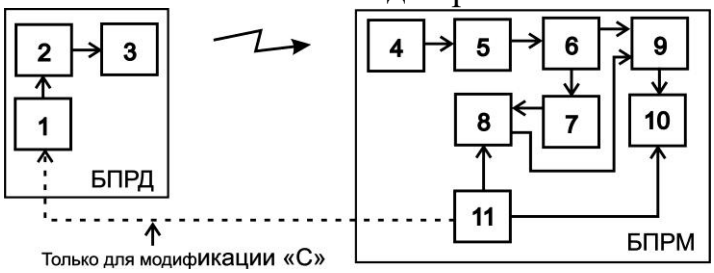

Рис. 6.5
6.2.1 Управляемый генератор 1 (см. рис. 6.5) вырабатывает импульсную последовательность определенной скважности. Под действием импульсов с генератора 1, модулятор 2 формирует последовательность СВЧ-радиоимпульсов, которые поступают на передающую антенну 3. Передающая антенна 3 излучает СВЧ-радиоимпульсы в направлении приемной антенны 4. Образовавшееся между передающей 3 и приемной 4 антеннами электромагнитное поле является источником полезных сигналов для обнаружения объектов, пересекающих электромагнитное поле. С выхода приемной антенны СВЧ-радиоимпульсы поступают на вход, детектора 5 и далее на усилитель 6, с первого выхода которого сигнал поступает на вход компаратора 7, информирующего узел управления 8 о наличии на выходе усилителя 6 импульсов. Под управлением элемента 11, ключ 9 пропускает импульсы в узел принятия решений 10, который обменивается информацией по RS-485 и управляет выходным оптореле. В модификации «С» генератор 1 синхронизируется по выделенным проводам под управлением элемента 11.
Блок передающий (БПРД) и блок приемный (БПРМ) имеют сходное конструктивное исполнение (см. рис. 6.3). Внутри металлического корпуса с радиопрозрачной лицевой панелью установлен субблок, включающий печатные платы и модули. В извещателях модификации «А» установлено устройство обогрева. Устройство обогрева включается при снижении температуры окружающей среды ниже -20°С и автоматически отключается при повышении температуры окружающей среды выше -20°С. Жгут для внешних соединений и подключений выводится из низы цилиндрической части корпуса. На тыльной поверхности блоков размещены конструктивные элементы для крепления и юстировки. Габаритные размеры блоков вместе с шарнирным стержнем 194мм×194мм×126мм. На задней стенке закреплены антенный модуль и электронные узлы на печатных платах. Передняя часть кожуха имеет радиопрозрачную вставку из стеклопластика. Имеется возможность визуального контроля работоспособности БПРД с помощью встроенного светодиодного индикатора 3 и прилагаемого в комплекте поставки извещателя магнита 1(см. рис. 6.4). С внешней стороны задней стенки к блоку БПРМ (БПРД) присоединен шарнирный стержень. Внизу цилиндрической части корпуса расположена втулка для ввода кабеля. Конструкция БПРМ отличается от БПРД присутствием на тыльной поверхности органов управления и индикации (см. рис. 6.5а), защищенных от внешних воздействий защитной крышкой. С внутренней стороны, которой имеется радиотражающий элемент. При установке защитной крышки на стенку необходимо соблюдать правиль-